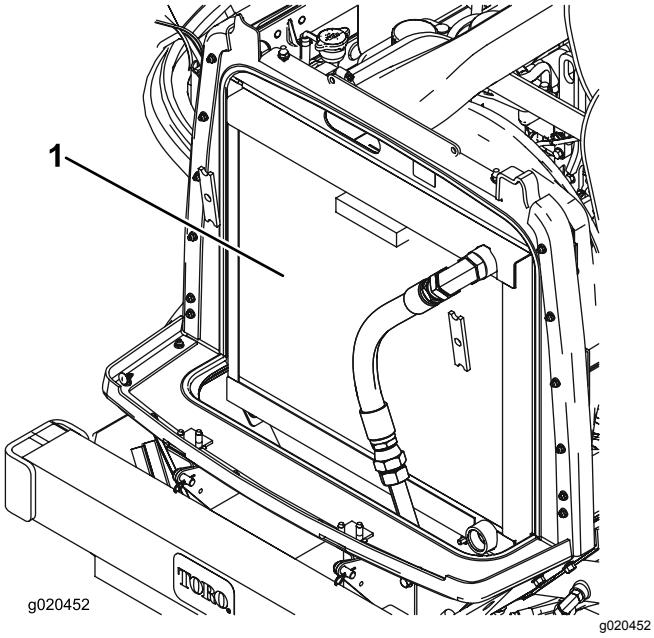

**Figur 92**
2. Rengør begge sider af køler-/oliekøleområdet (Figur 92) grundigt med trykluft. Begynd fra ventilatorsiden og blæs snavs ud mod bagsiden. Rengør dernæst fra bagsiden og blæs mod forenden. Gentag proceduren adskillige gange, indtil snavs og avner er fjernet.